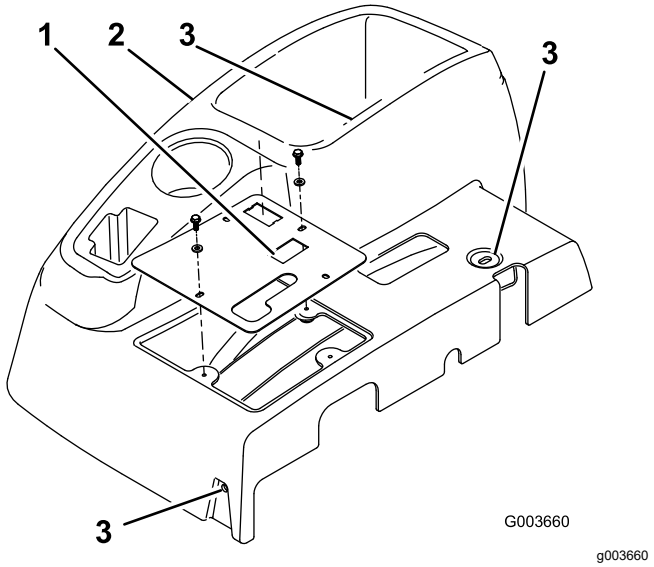

Figur 1
3. Fjern de 4 spændeskiver og bolte, der fastgør kontrolpanelet på instrumentpanelet (Figur 1).
5. Afmonter kontrolpanelet (Figur 1).
6. Fjern de 3 bolte, der fastgør instrumentpanelet til stellet (Figur 1). Afmonter instrumentpanelet ved forsigtigt at løfte instrumentpanelets nederste kant omkring støttebeslaget og skubbe det op over bremsehåndtaget.